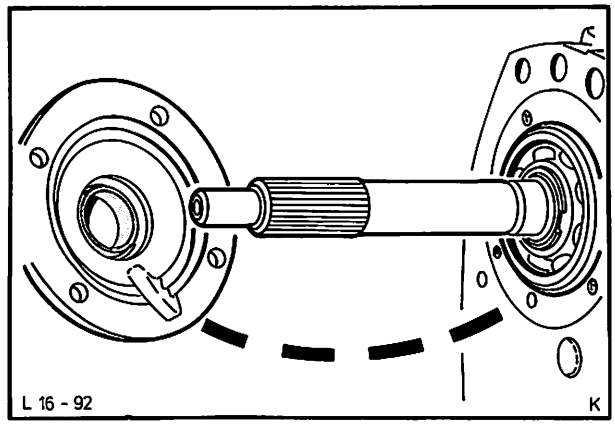

Abb. 110 Ölrücklaufbohrung beachten
43. Führungshülse – Drucklager mit neuer Dichtung (Ölrücklaufbohrung muß mit Dichtung und Führungshülse fluchten) montieren. Schrauben mit Dichtmasse einsetzen, Abb. 110.